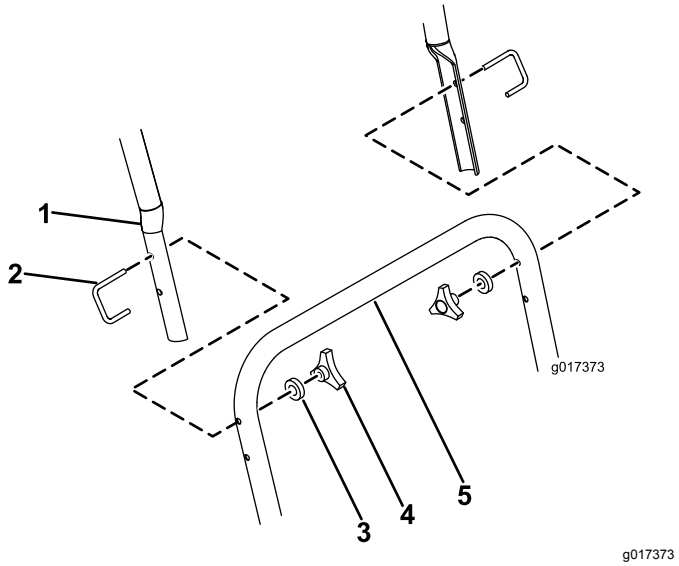

Figur 4
5. Koble det øvre håndtaket til det nedre håndtaket ved å feste hver side med en U-bolt, en M6-skive og en håndsveiv (Figur 4).